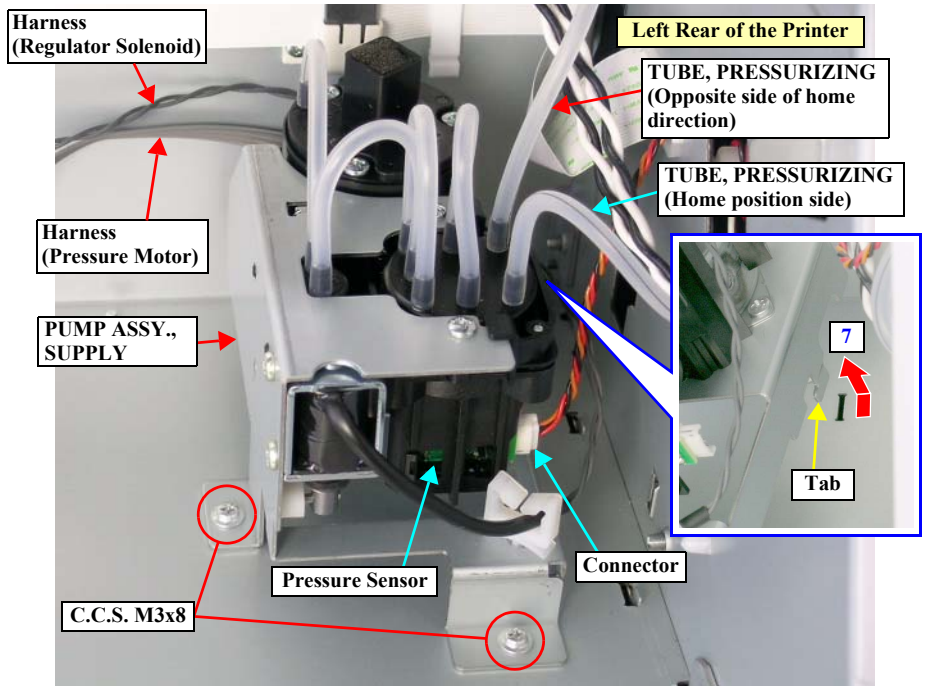

Figure 4-147. Removing the PUMP ASSY., SUPPLY
4. Disconnect the connector from the Pressure Sensor. *See Figure 4-147.*
5. Pull the two TUBE, PRESSURIZINGs shown in Figure 4-147 out of the PUMP ASSY., SUPPLY.
When inserting the two TUBE, PRESSURIZINGs into the PUMP ASSY., SUPPLY, pay attention to the followings. ***See Figure 4-147.***
6. Remove the two screws that secure the PUMP ASSY., SUPPLY. *See Figure 4-147.*
7. Lift the PUMP ASSY., SUPPLY obliquely upward to release the tab, and remove the PUMP ASSY., SUPPLY. *See Figure 4-147.*